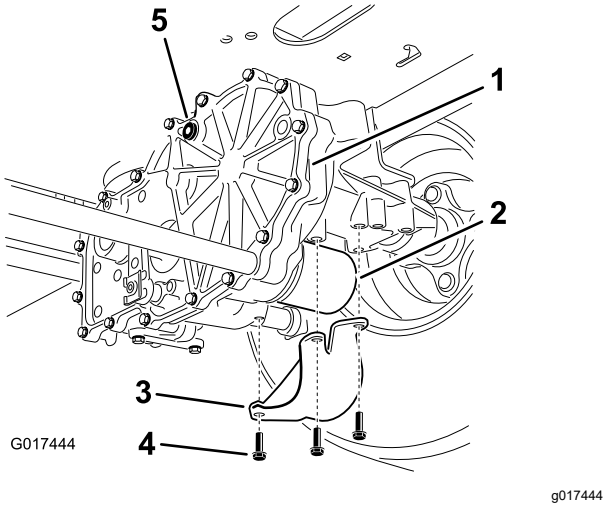

Figur 70
4. Lokalisera filtret och skydden på bägge växellådedrivningssystemen (Figur 70).
5. Ta bort de tre skruvarna som håller fast filterskyddet och skyddet (Figur 70).